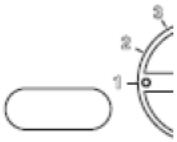

рис. 5.61
• Чтобы выйти из программирования установите переключатель функций 3 как показано на рис. 5.61.